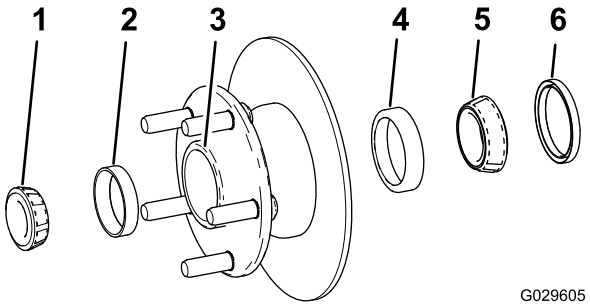

Figur 34
1. Fjern det utvendige lageret og kulesetet fra navet (Figur 34).
2. Fjern tetningen, det innvendige lageret og kulesetet fra navet (Figur 34).
5. Ren navets hulrom for fett, smuss og andre rester (Figur 34).
7. Monter de innvendige og utvendige kulesetene i navet (Figur 34).
8. Fyll navets hulro 50–80 % fullt med spesifisert smørefett (Figur 34).
9. Monter det innvendige lageret på den innvendige siden av navet, og monter tetningen (Figur 34).